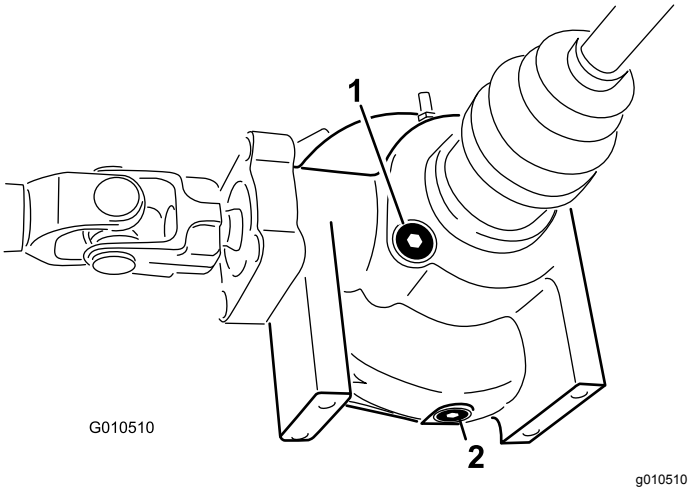

Figur 43
4. Rengör området runt påfyllnings-/kontrollpluggen på differentialens sida (Figur 43).
4. Gör rent runt avtappningspluggen på differentialens ena sida (Figur 43).